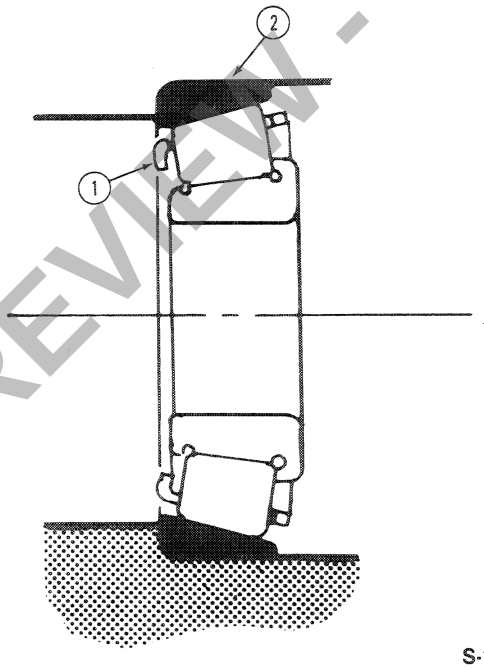

Figure 8
3. Disconnect the headlamp wiring connectors, Figure 8.
5. Remove the hood pivot pin cotter pins and remove the hood, Figure 8.